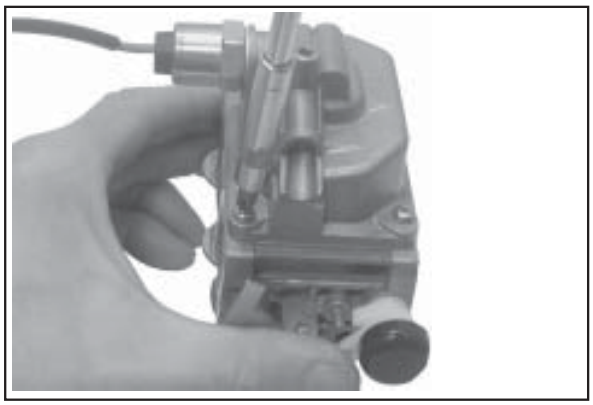

Figure 5-59. Installing Fuel Bowl.
16. When the proper float height is obtained, carefully reinstall the fuel bowl, using new O-Rings onto the carburetor. Secure with the four original screws. Torque the screws to **2.5 ± 0.3 N·m (23 ± 2.6 in. lb.)**. See Figure 5-59.